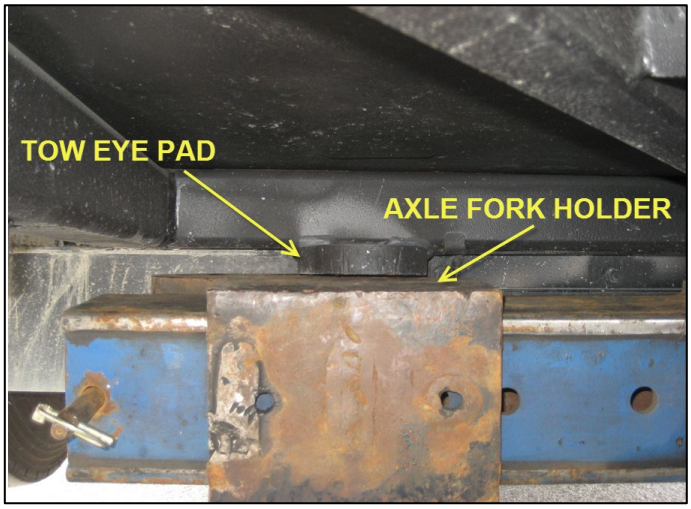

**FIGURE 32**
3. Deploy the tow truck stinger arm, placing the axle fork holders under the tow eye pads (Figure 32).